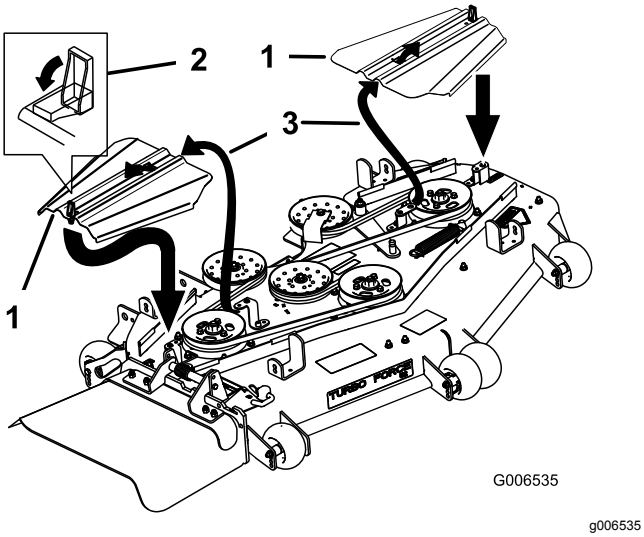

Figur 85
12. Monter remdekselet ved å føre dekselet inn på tappen, montere boltene og låse det (Figur 85).